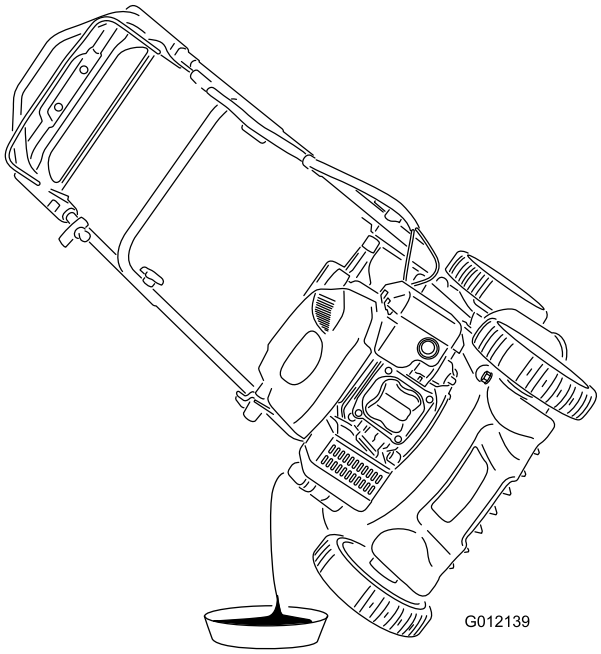

Figur 20
4. Tippa maskinen på sidan (med oljestickan nedåt) för att tömma ut den använda oljan genom påfyllningsröret och ned i ett oljeuppsamlingstråg (Figur 20).